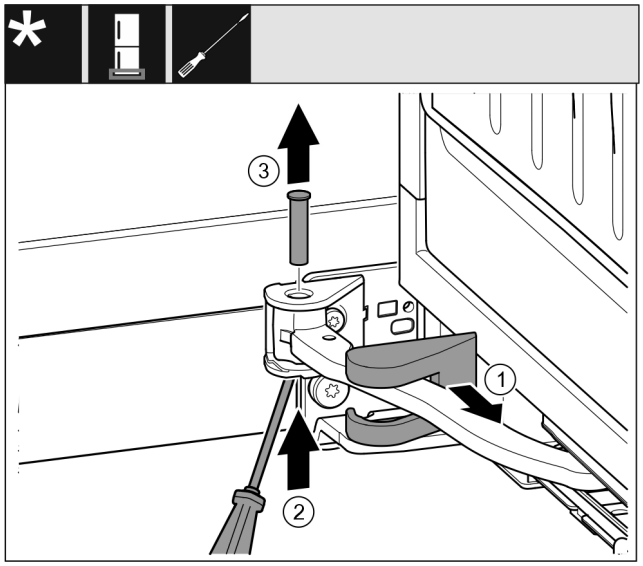

Fig. 14
▶ Remove the swap bearing block cover *Fig. 14 (1)* and slide along the joint.
▶ Use a screwdriver to lift the bolt *Fig. 14 (2)* from below.
▶ Pull out the bolt *Fig. 14 (3)* from above.